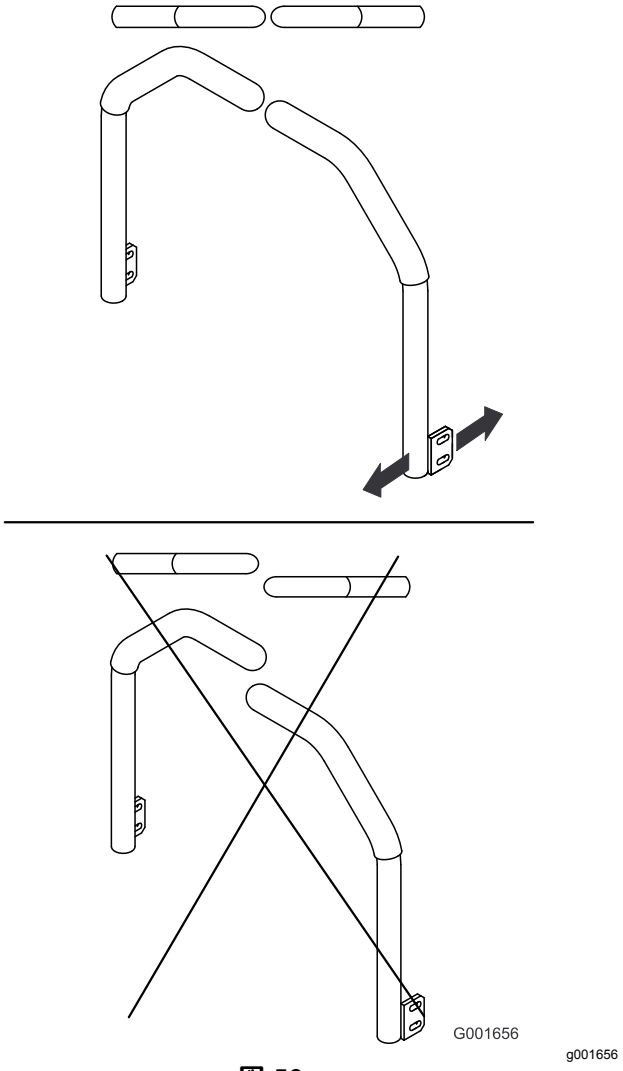

図 56
5. この状態で、左右のコントロールレバーが整列するように調整し、ボルトを締めて、各レバーをポストに固定する図 56。